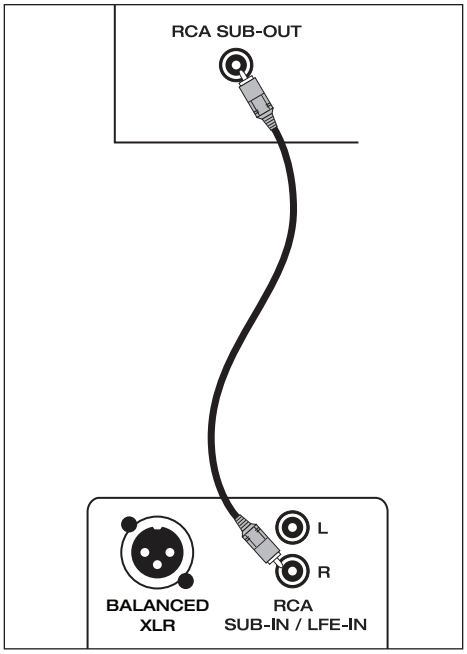

Fig. 3a
Low-Level Input — 2 RCA Connection Options (Figs. 3a, 3b)
1. Mono Input (Left, Right, or Sub-Out) connects from the RCA (S/E) Sub/ LFE–Output of your Preamplifier/Processor, A/V Receiver or other suitable low-level source (Fig. 3a).